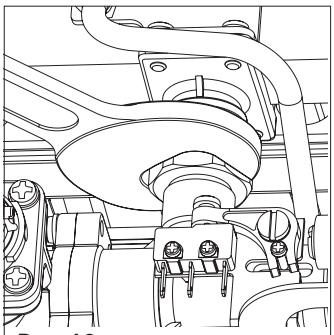

Рис. 10
- открутить гайку крепления основной горелки (рис. 10);